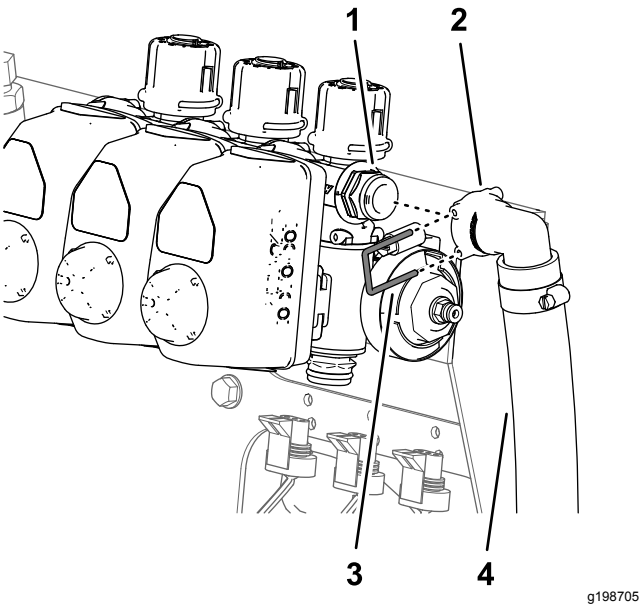

Rysunek 59
- **W przypadku maszyny bez opcjonalnego zestawu lancy do zraszania ręcznego lub opcjonalnego zestawu elektrycznego zwijania węża,** odłącz małą zapinkę mocującą szybkozłącze węża obejściowego do szybkozłącza prawego zaworu obejścia sekcji (Rysunek 59).